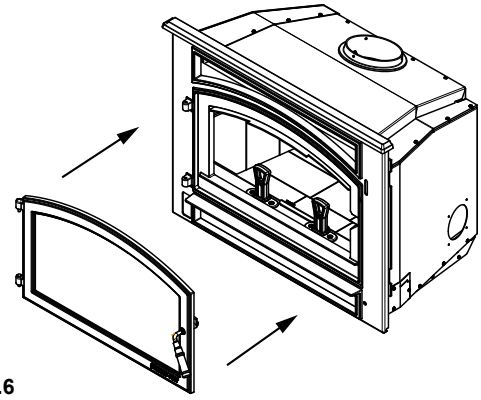

Figure 20.6
6. Réinstallez la porte en avant de l'appareil **(Figure 20.6)**.